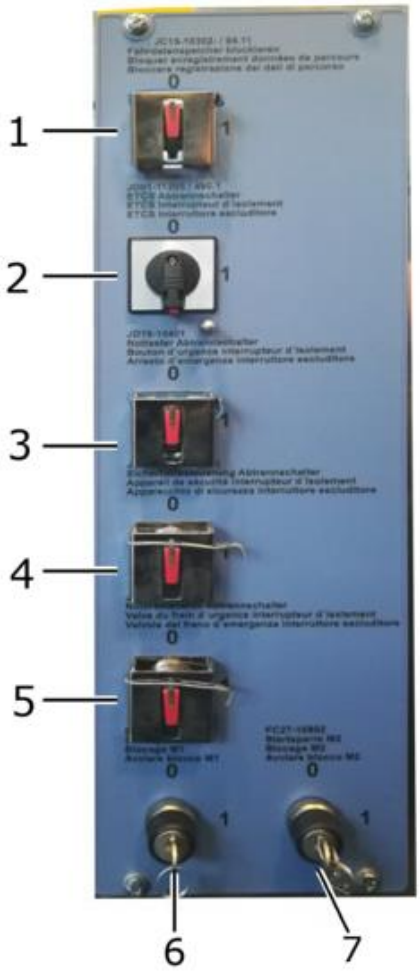

Fig. 148: Quadro ad armadio +13b7
La memoria a breve termine del salvataggio dati di marcia viene bloccata mediante il commutatore, cfr. Fig. 148 (1). Il contenuto è congelato e non è possibile scrivere nuovi dati nella memoria bloccata.
Portare l'interruttore escluditore dell'ETCS, cfr. Fig. 148 (2), in posizione "1" (disconnessione ETCS).
1. Portare il commutatore, cfr. Fig. 148 (4), nella posizione "SISTE isolato"
1. Portare il commutatore, cfr.Fig. 148 (5), nella posizione "Freno automatico isolato".
1. Portare il commutatore, cfr. Fig. 148 (3), nella posizione "Isolato".